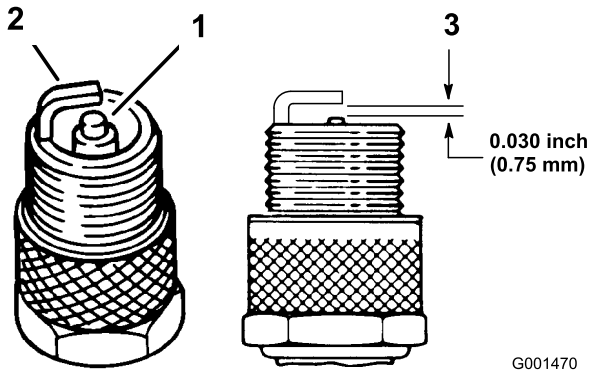

**Figur 24**
1. Se på midten af tændrørene (Figur 24). Hvis der kan ses en lys brun eller grå farve på isolatoren, fungerer motoren korrekt. En sort belægning på isolatoren betyder normalt, at luftfilteret er snavset.
2. Kontroller gnistgabet mellem midter- og sideelektroderne (Figur 24). Bøj sideelektroden (Figur 24), hvis gabet ikke er korrekt.
3. Slut tændrørskablerne til tændrørene (Figur 24).